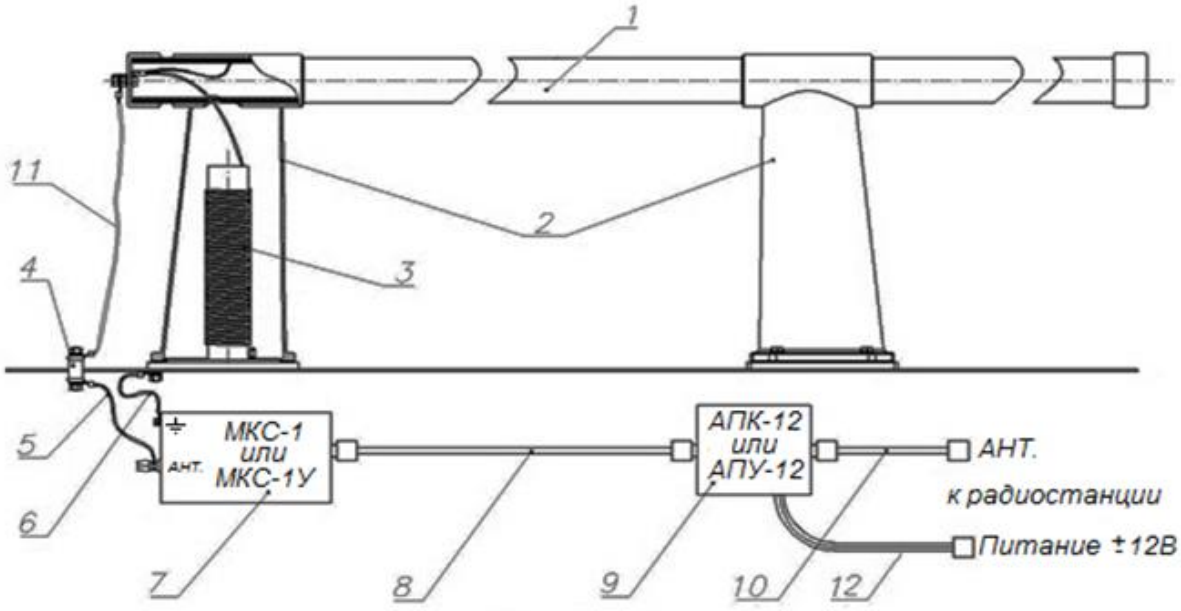
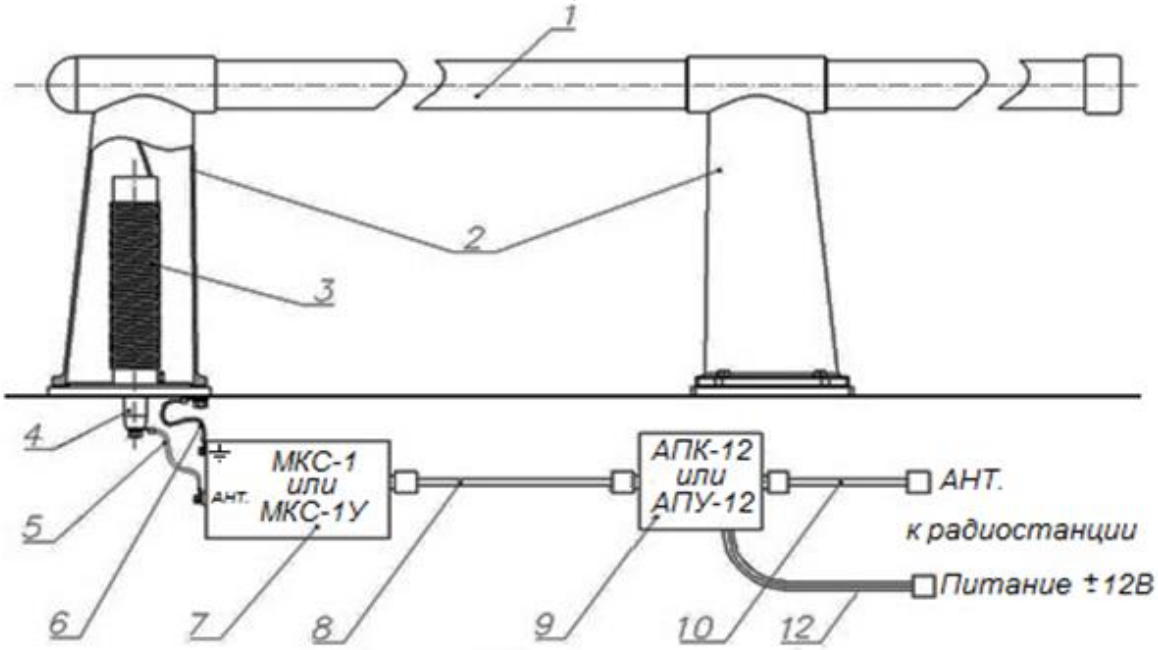

Рисунок 3
Рисунок 4
1.3.1 Антенна представляет собой укороченный четвертьволновый спиральный вибратор. По способу подключения сигнального провода различают антенны с торцевым вводом (рисунок 3) или с вводом через опорную стойку (рисунок 4). Конструктивно антенна состоит из спирального излучателя в стеклопластиковом радиопрозрачном кожухе (поз. 1), закреплённого на двух или трёх диэлектрических опорных стойках (поз. 2), и системы согласования, которая состоит из двух внешних модулей.
1.3.3 Подача полезного сигнала на антенну осуществляется при помощи сигнального провода (поз. 5), подключенного к МКС-1/МКС-1У через проходной изолятор (поз. 4). При использовании торцевого ввода (рисунок 3) к антенне подключается провод снижения (поз. 11), который через проходной изолятор (поз. 4) соединяется сигнальным проводом (поз. 5) с МКС-1/МКС-1У.